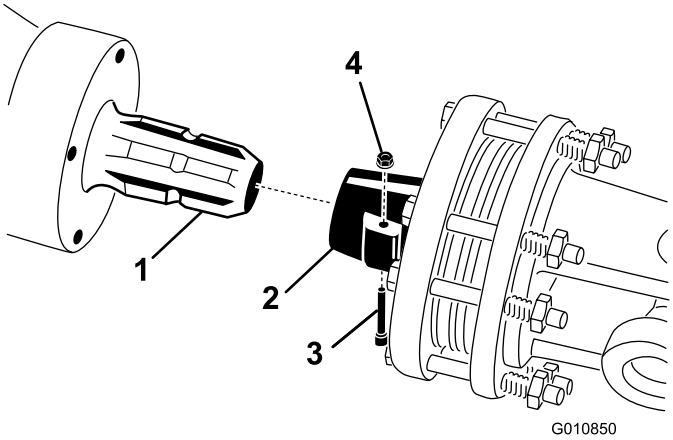

Figur 17
1. Fjern stiften og møtrikken fra kraftudtagsakslen (Figur 17).
2. Tilslut kraftudtagets koblingsende til indgangsakslen på dybdelufterens gearkasse med stiften og møtrikken, der blev fjernet tidligere (Figur 17). Stiften kan kun sættes i på en måde.